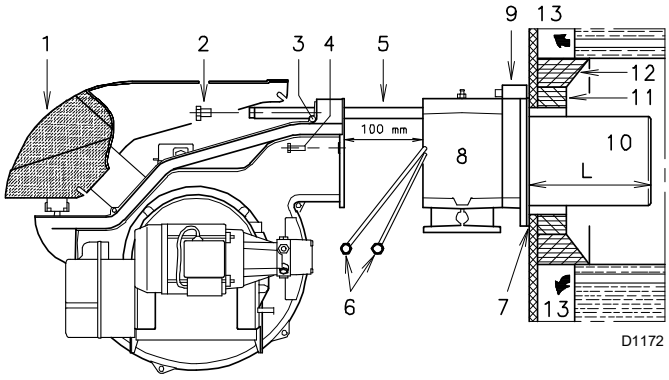
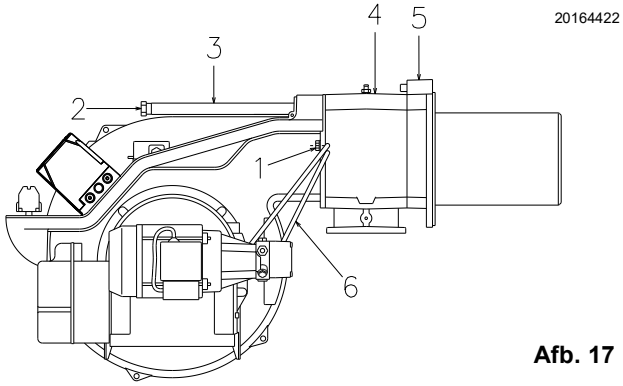

Afb. 11
Afb. 17
Scheid de branderkop van de rest van de brander, (Afb. 11):
Nadat deze eventuele handeling werd uitgevoerd, moet de flens 9)(Afb. 11 op pag. 16) bevestigd worden op de plaat van de ketel door de bijgeleverde afdichting 7)(Afb. 11 op pag. 16) te voorzien. Gebruik de 4 schroeven, die ook geleverd worden, na de schroefdraad met een product tegen het vastlopen te hebben ingesmeerd.
- Monteer de brander weer op de geleiders 3)(Afb. 17) op ongeveer 100 mm van de mof 4), met de brander in de positie die wordt aangeduid op Afb. 11 op pag. 16;
- breng de elektrodenkabels in en verschuif de brander tot tegen de mof, met de brander in de positie die wordt aangeduid op Afb. 17;
- plaats de schroeven 2)(Afb. 17) weer op de geleiders 3);
- koppel de stookolieleidingen opnieuw vast, schroef daarvoor de twee verbindingen 6) vast (Afb. 11 op pag. 16);